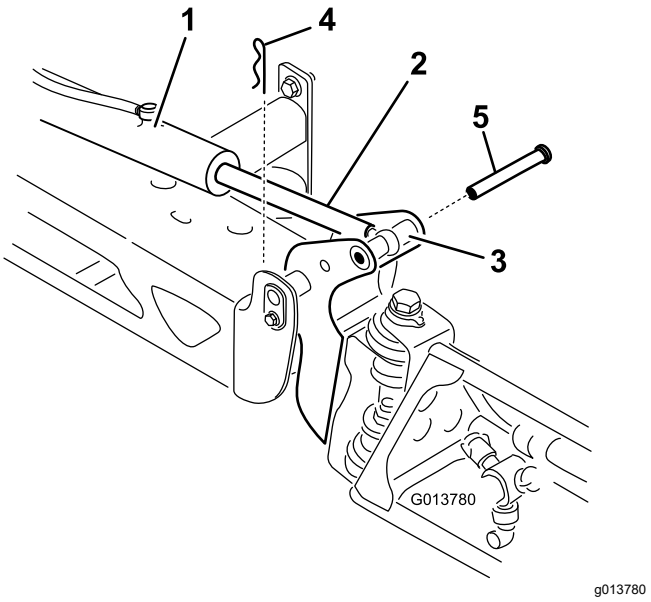

Figur 60
2. Ta bort saxpinnen från svängtappen (Figur 60).
3. Höj sprutrampen, ta bort tappen (Figur 60) och sänk därefter långsamt sprutrampen till marken.
9. Håll i sprutrampen och för in tappen genom både svängleden och manövreringsstången på sprutrampen (Figur 60).